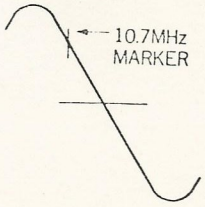

Fig 7
2. If the Ceramic Filters EXCEPT RED are used, 10.7 MHz maker will not appear at the center of "S" curve. (See Fig. 7, 8)